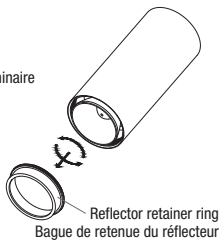

**Fig. 1b**
2. Dévisser la bague de retenue du réflecteur (Fig. 1b).